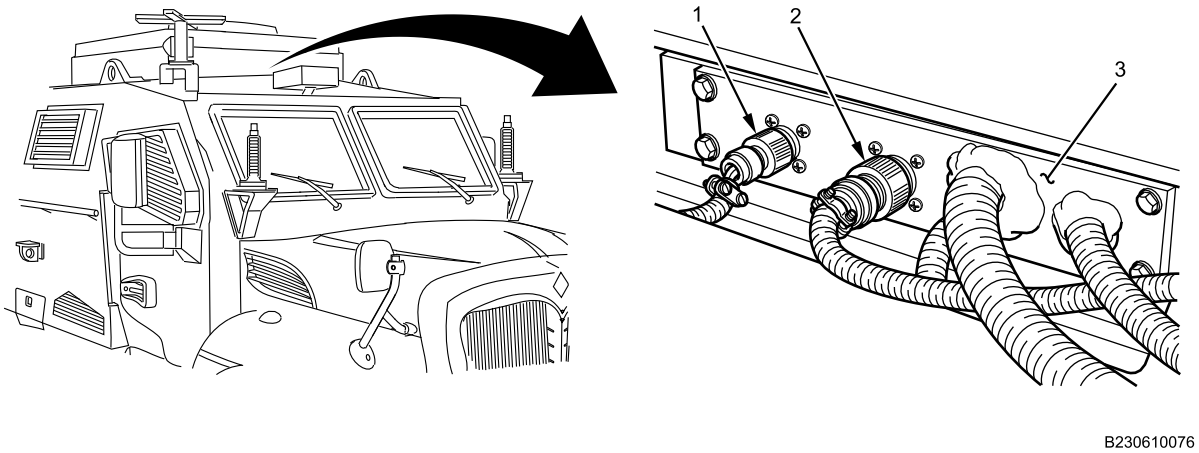

Figure 1. Roof Connections.
1. Disconnect clearance lights roof harness connector (Figure 1, Item 1) from roof pass-through cover plate (Figure 1, Item 3).
2. Disconnect spotlight exterior harness connector (Figure 1, Item 2) from roof pass-through cover plate (Figure 1, Item 3).